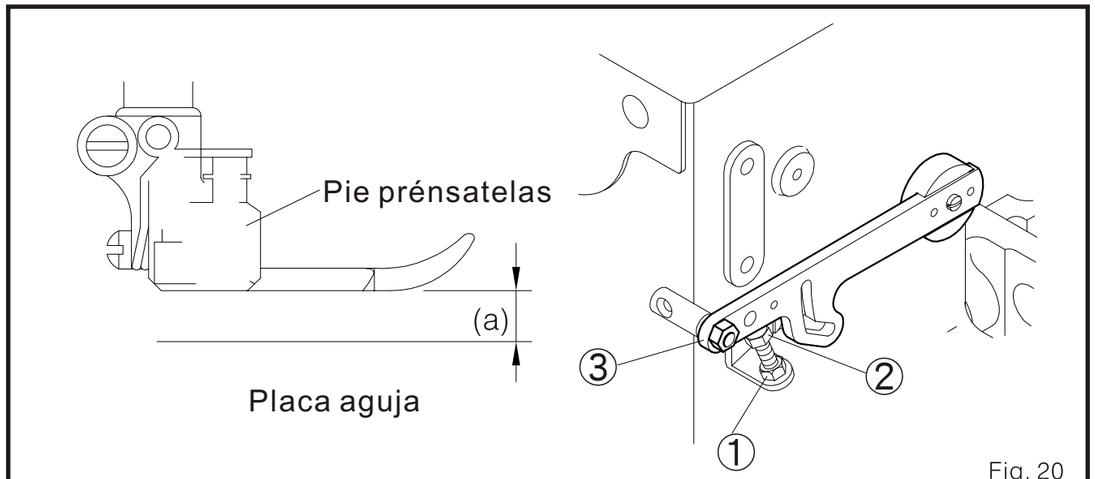

Fig. 20
1. La altura de ascenso del pie prénsatelas es el espacio desde el borde del fondo del pie prénsatelas a la superficie de la placa aguja, cuando el pie prénsatelas este en su posición mas alta (Fig. 20)